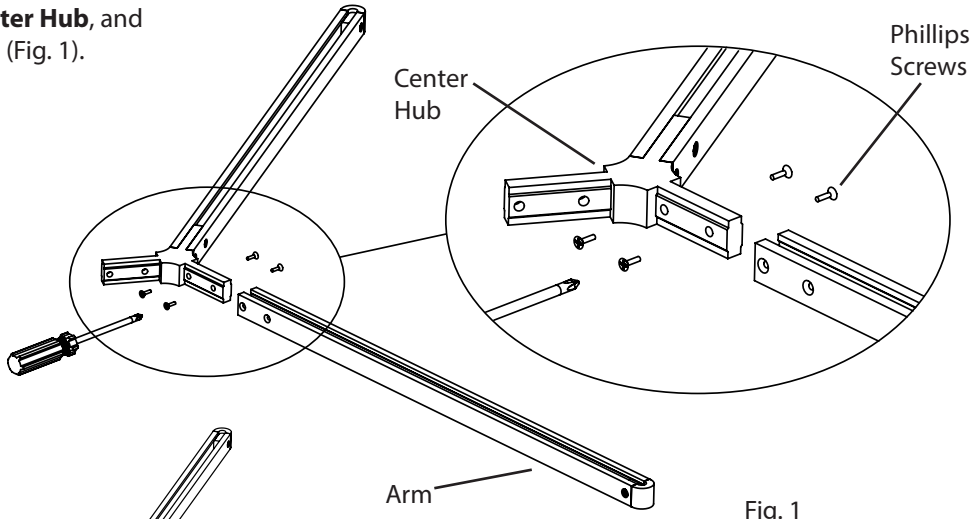

Fig. 1
1. Insert one of the **Arms** onto the **Center Hub**, and secure with the four **Phillips Screws** (Fig. 1).